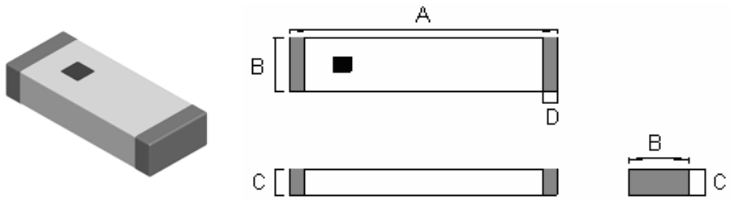
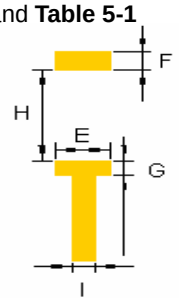

Fig.5-1
Fig.5-2
1) Dimensions and recommended PCB pattern for reflow soldering: See **Fig.5-1, Fig.5-2** and **Table 5-1**